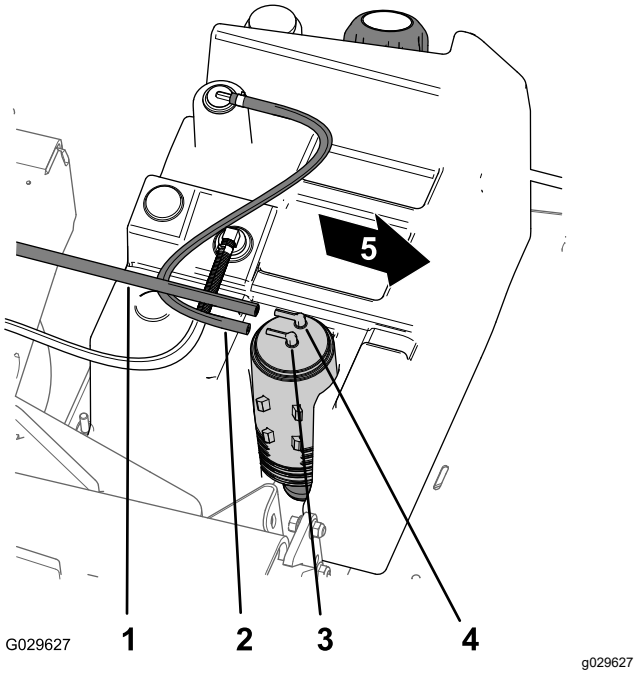

Figuur 44
1. Verwijder de zuigslang van de fitting op de koolstofhouder die gemarkeerd is met 'Purge' (afvoeren) (Figuur 44).
2. Verwijder de slang van de brandstoftank van de fitting op de koolstofhouder die gemarkeerd is met 'Fuel Tank' (brandstoftank) (Figuur 44).
8. Monteer de zuigslang op de fitting op de koolstofhouder die gemarkeerd is met 'Purge' (afvoeren) en de slang van de brandstoftank op de fitting die gemarkeerd is met 'Fuel Tank' (brandstoftank) (Figuur 44).